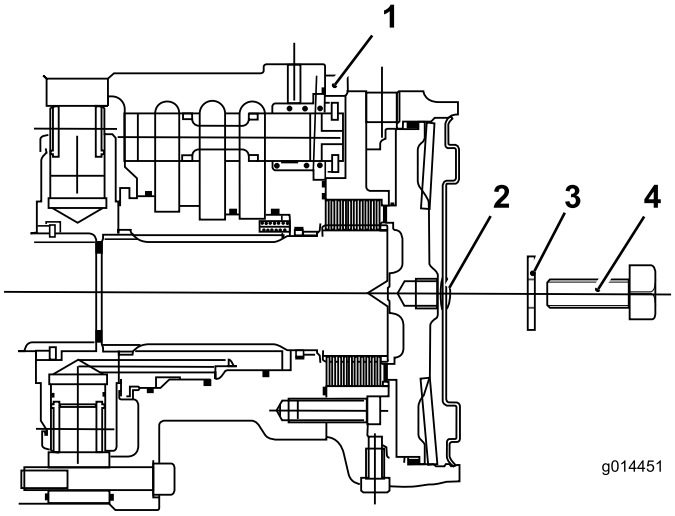

**Figuur 54**
C. Plaats de zeskantige plug in de zijkant van de motor (Figuur 54).